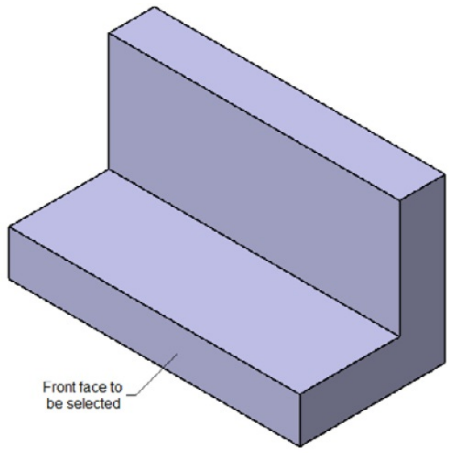

Figure 7-41 *Model after creating the base feature*
Definition dialog box. The model after creating the base feature is shown in Figure 7-41.
1. Select the front face of the base feature, refer to Figure 7-41, and invoke the **Sketcher** workbench.